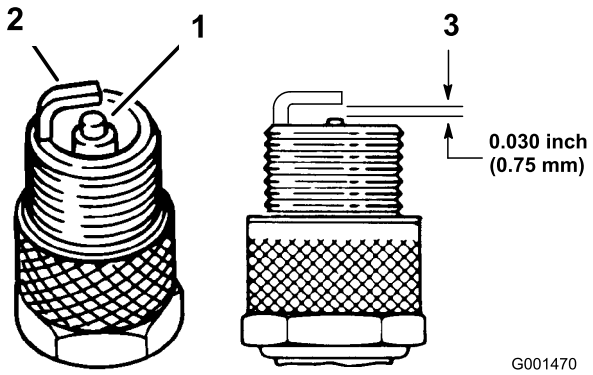

Figur 25
1. Se på midten av tennpluggene (Figur 25). Hvis du ser en lysebrun eller grå farge på isolatoren, fungerer
2. Sjekk avstanden mellom elektroden i midten og elektroden på siden (Figur 25). Bøy elektroden på siden (Figur 25) hvis avstanden er feil.
3. Koble ledningene til tennpluggene (Figur 25).